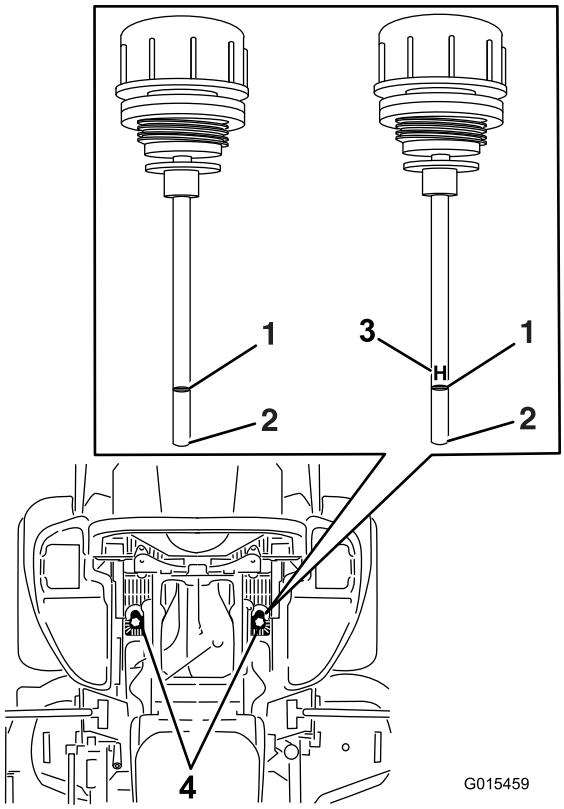

Figuur 84
6. Reinig het gebied rond de peilstokken van de reservoirs van het hydraulische systeem (Figuur 84).
7. Verwijder een van de peilstokken uit het hydraulische reservoir (Figuur 84).
9. Neem de peilstok eruit en bekijk het uiteinde (Figuur 84).